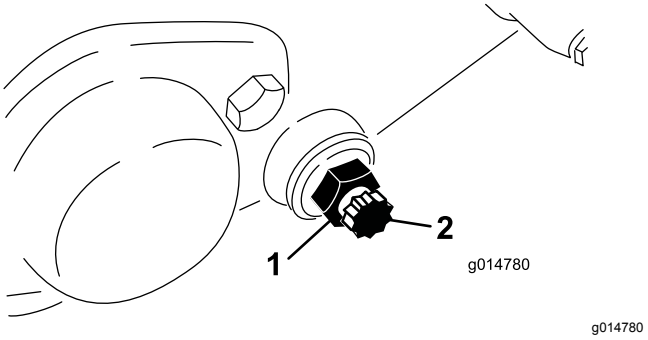

Figur 62
3. Løsn den kontramøtrik, der fastgør bundtværstangens bolt, på hver side af maskinen (Figur 62).
4. Afmonter bundtværstangens bolte, så bundtværstangen kan trækkes nedad og fjernes fra maskinen. Gem de 2 nylonskiver og 2 prægede stålskiver på hver ende af bundtværstangen (Figur 62).